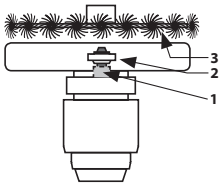

Abb. 13C
- Winkelschleifer für Scheibendurchmesser 115 mm oder 125 mm können für Topfbürsten mit Durchmesser 65 mm eingesetzt werden. Topfbürsten mir größerem Durchmesser sind zu schwer für diese Winkelschleifer, wodurch hohe Schwingungen entstehen, die den Schleifer beschädigen. Topfdrahtbürsten mit Durchmesser 75 oder 80 mm sind für die Scheiben mit Durchmesser 150 mm und Topfdrahtbürsten mit Durchmesser100 mm sind für die Winkelschleifer für Scheiben mit Durchmesser 230 mm bestimmt. Der maximal zulässige Durchmesser der Bürstenscheibe für 115-mm-Winkelschleifer beträgt 100 mm. Bei 125-mm-Winkelschleifern 115 mm und bei größeren Winkelschleifern 125 mm. Setzen Sie die Radialbürste (Abb. 13c) für die Spindel der Schleifmaschine 1 auf die untere Scheibe 2 in der Ausrichtung gemäß Abb. 13c, d. h. mit der Bürstenmutter nach oben, und ziehen Sie sie dann mit dem Montageschlüssel richtig fest. Die Drähte der Bürste dürfen die Schutzabdeckung nicht berühren und gleichzeitig darf die Bürste nicht über die Schutzabdeckung hinausragen, um den Schutz des Benutzers zu gewährleisten. Ohne die untere Unterlegscheibe (2) berühren die Bürstendrähte die Schutzabdeckung, was nicht zulässig ist.